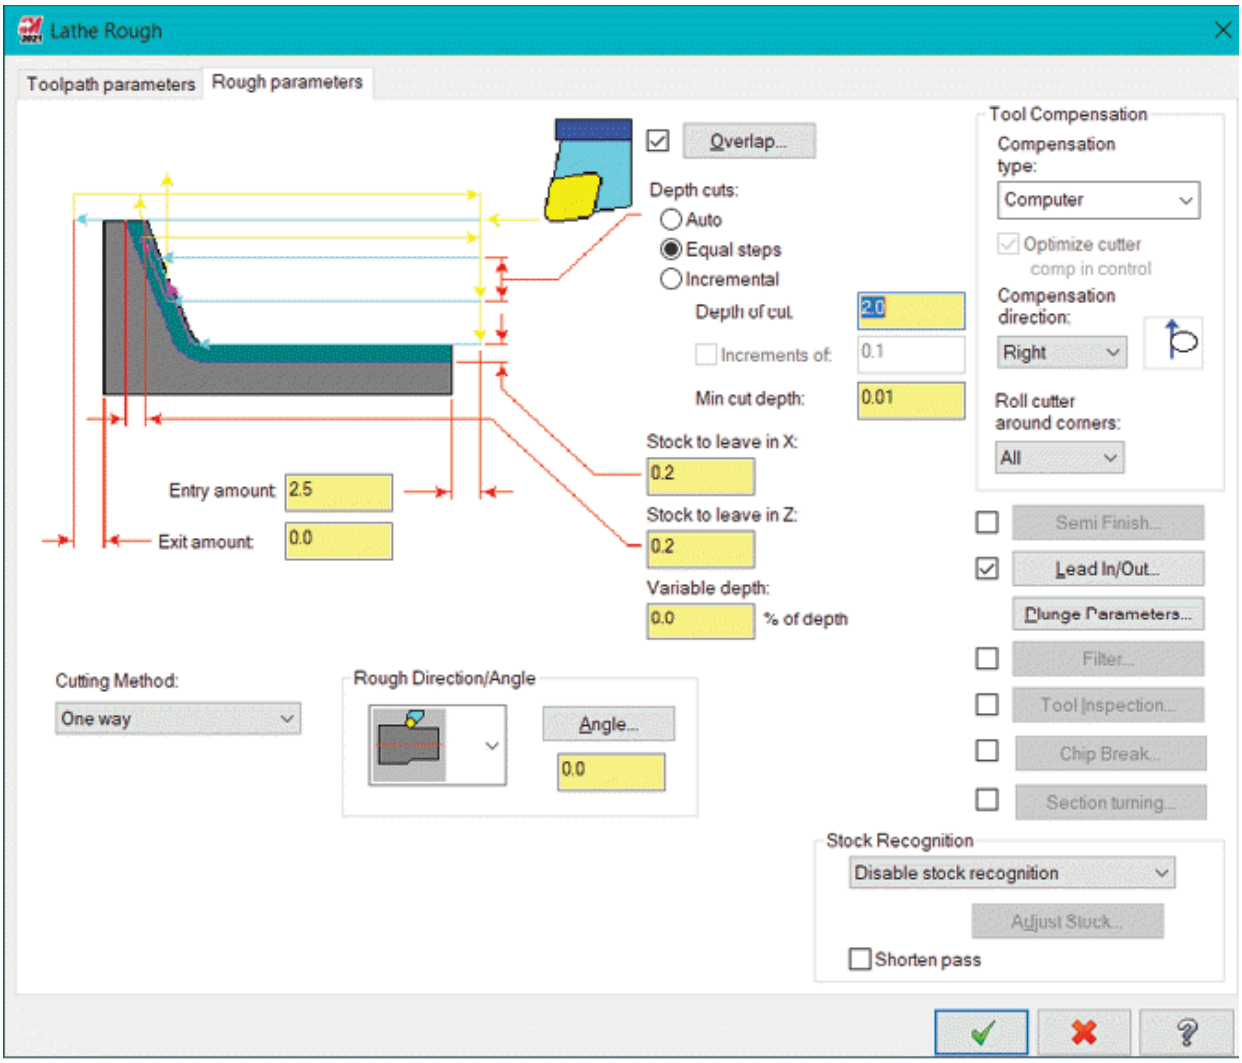

Figure-42. Rough parameters tab of Lathe Rough Properties dialog box
- Click on the **Rough parameters** tab to display the parameters related to cutting. Refer to Figure-42.